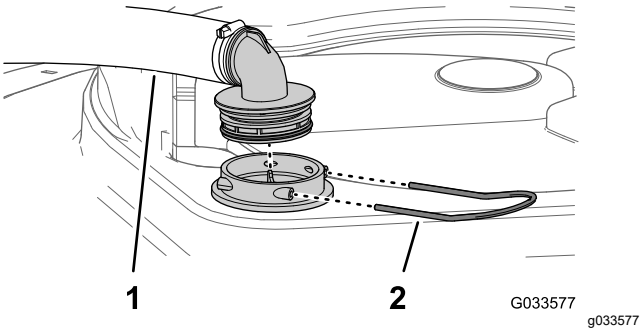

Figure 59
2. Au sommet de la cuve du pulvérisateur, retirez l'étrier de fixation qui fixe le raccord de flexible sur le grand flexible du logement du filtre (Figure 59).
3. Retirez le flexible et le raccord du logement du filtre (Figure 59).